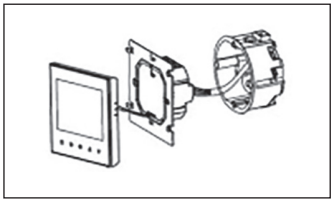

Рис. 5
6.3.1. Отсоедините переднюю панель от монтажной пластины с клеммной колодкой — для этого слегка оттяните и сдвиньте вниз тыльную часть устройства, тогда крючки металлической монтажной пластины выйдут из пазов передней панели термостата и устройство можно будет разъединить на две части, предоставив доступ к крепежным отверстиям монтажной пластины *(рис. 5)*.